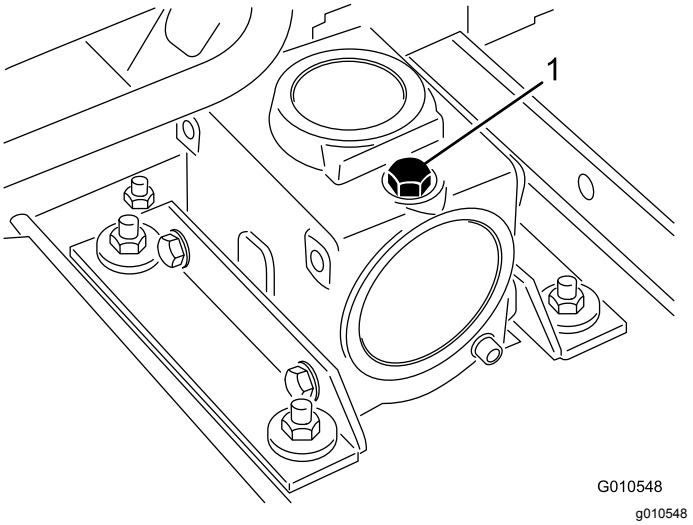

Figur 18
2. Ta ut peilestaven/fyllpluggen fra toppen av girkassen (Figur 18), og kontroller at oljenivået er mellom merkene på peilestaven. Hvis nivået er lavt, må du fylle på olje til nivået er mellom merkene.